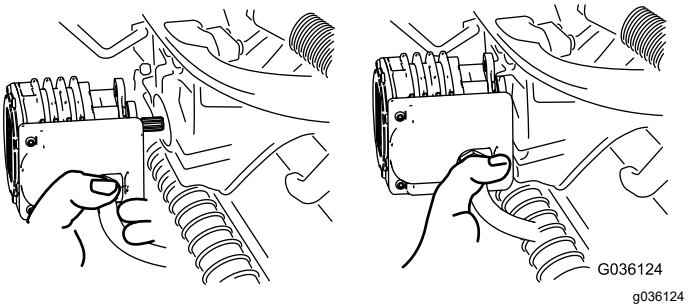

Bild 72
5. Legen Sie den Motor am Aufbewahrungsort vorne am Aufhängearm ab (Bild 72).